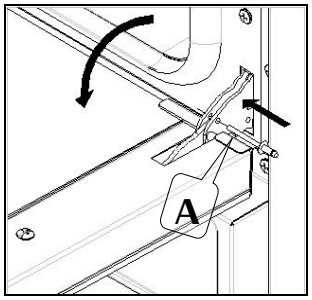

Рис. 3
- вставить в отверстия "A", находящиеся на двух шарнирах, соответствующие штифты, имеющиеся в приложении (Рис. 3);